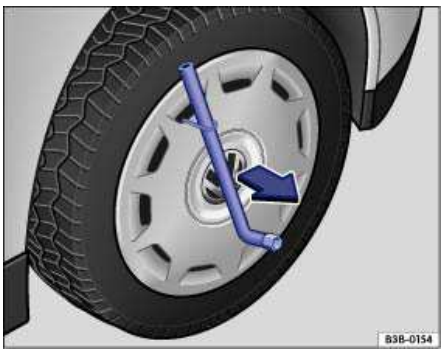

**Fig. 187** Pulling the wheel cover off.
- Slide the lug wrench through the clip ⇒ fig. 187 and pull the wheel cover off in the direction of the arrow.